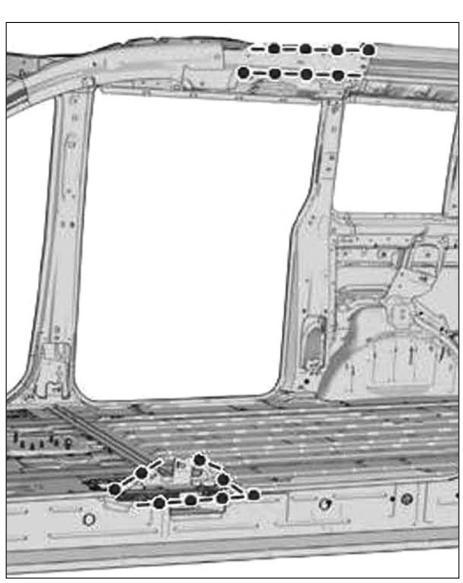

**FIG. 62**
• Préparer les bords d'accostage et les protéger par un apprêt soudable **(Fig.62)**.